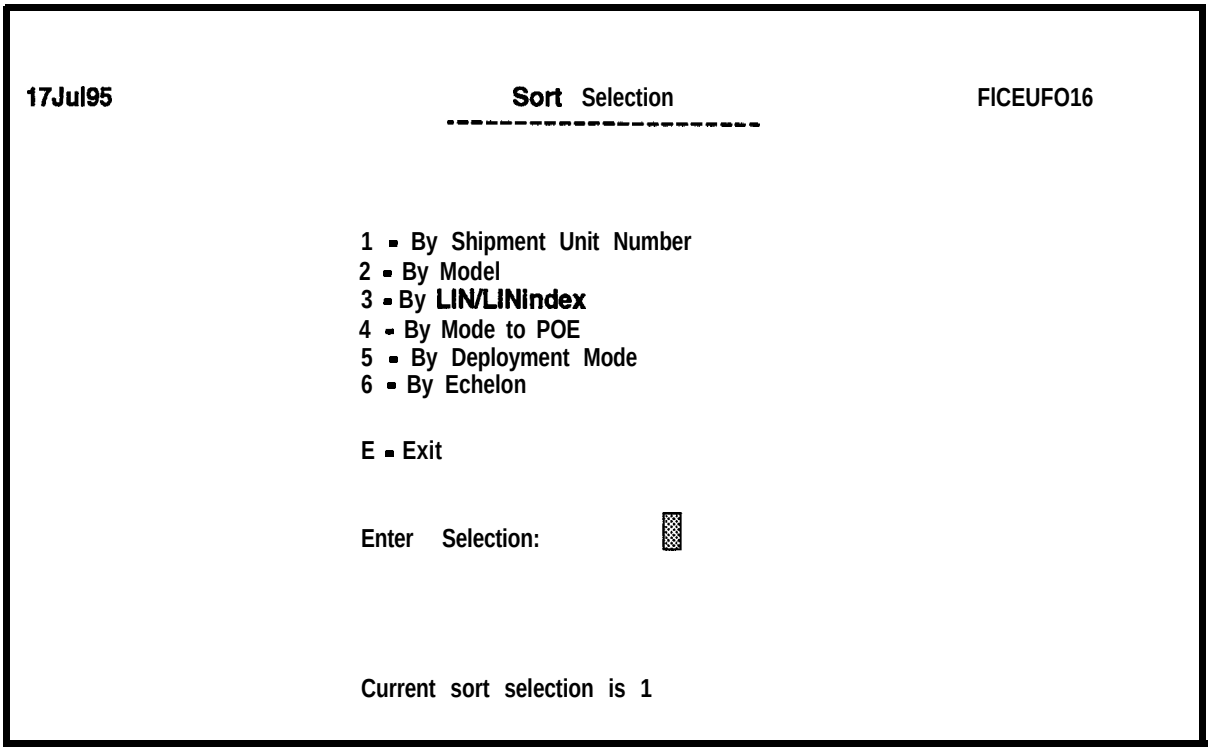

Figure 5-16. Sort Selection Menu for Equipment List Processing
e. Select the Sort option. The Sort Selection menu will be displayed as shown in Figure 5-16.